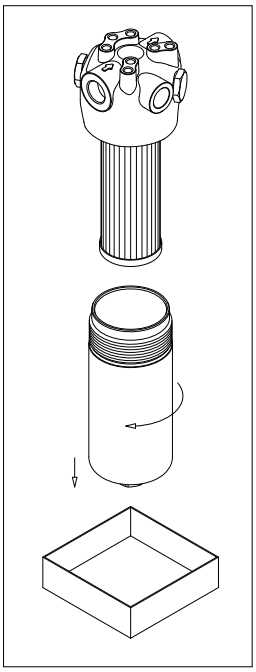

fig. 1
- (Fig. 1) Svitare il contenitore predisponendo un recipiente per la raccolta del fluido di lavoro